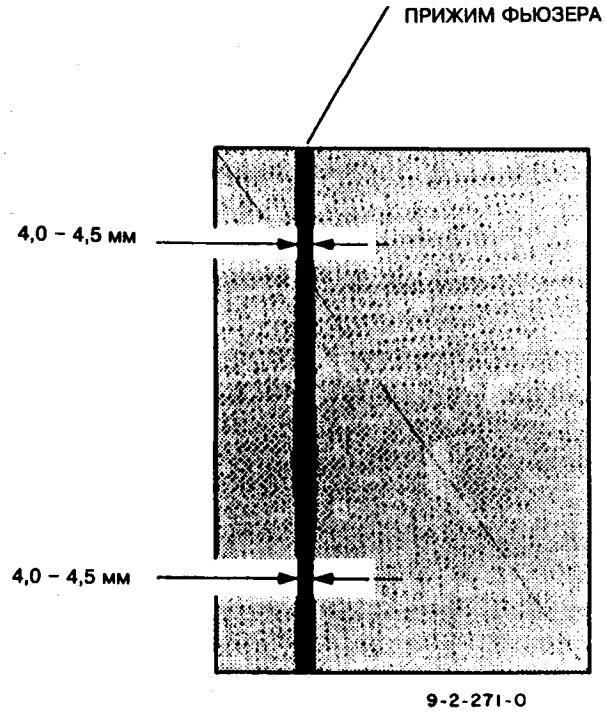

Рис.2 Проверка контрольной копии
6. (Рис.2) Измерить ширину полосы прижима фьюзера в двух местах (внутри и снаружи). Проверить, находится ли ширина полосы в пределах 4,0 – 4,5 мм. Также проверить, лежит ли разница между двумя измерениями в пределах 0,5 мм.